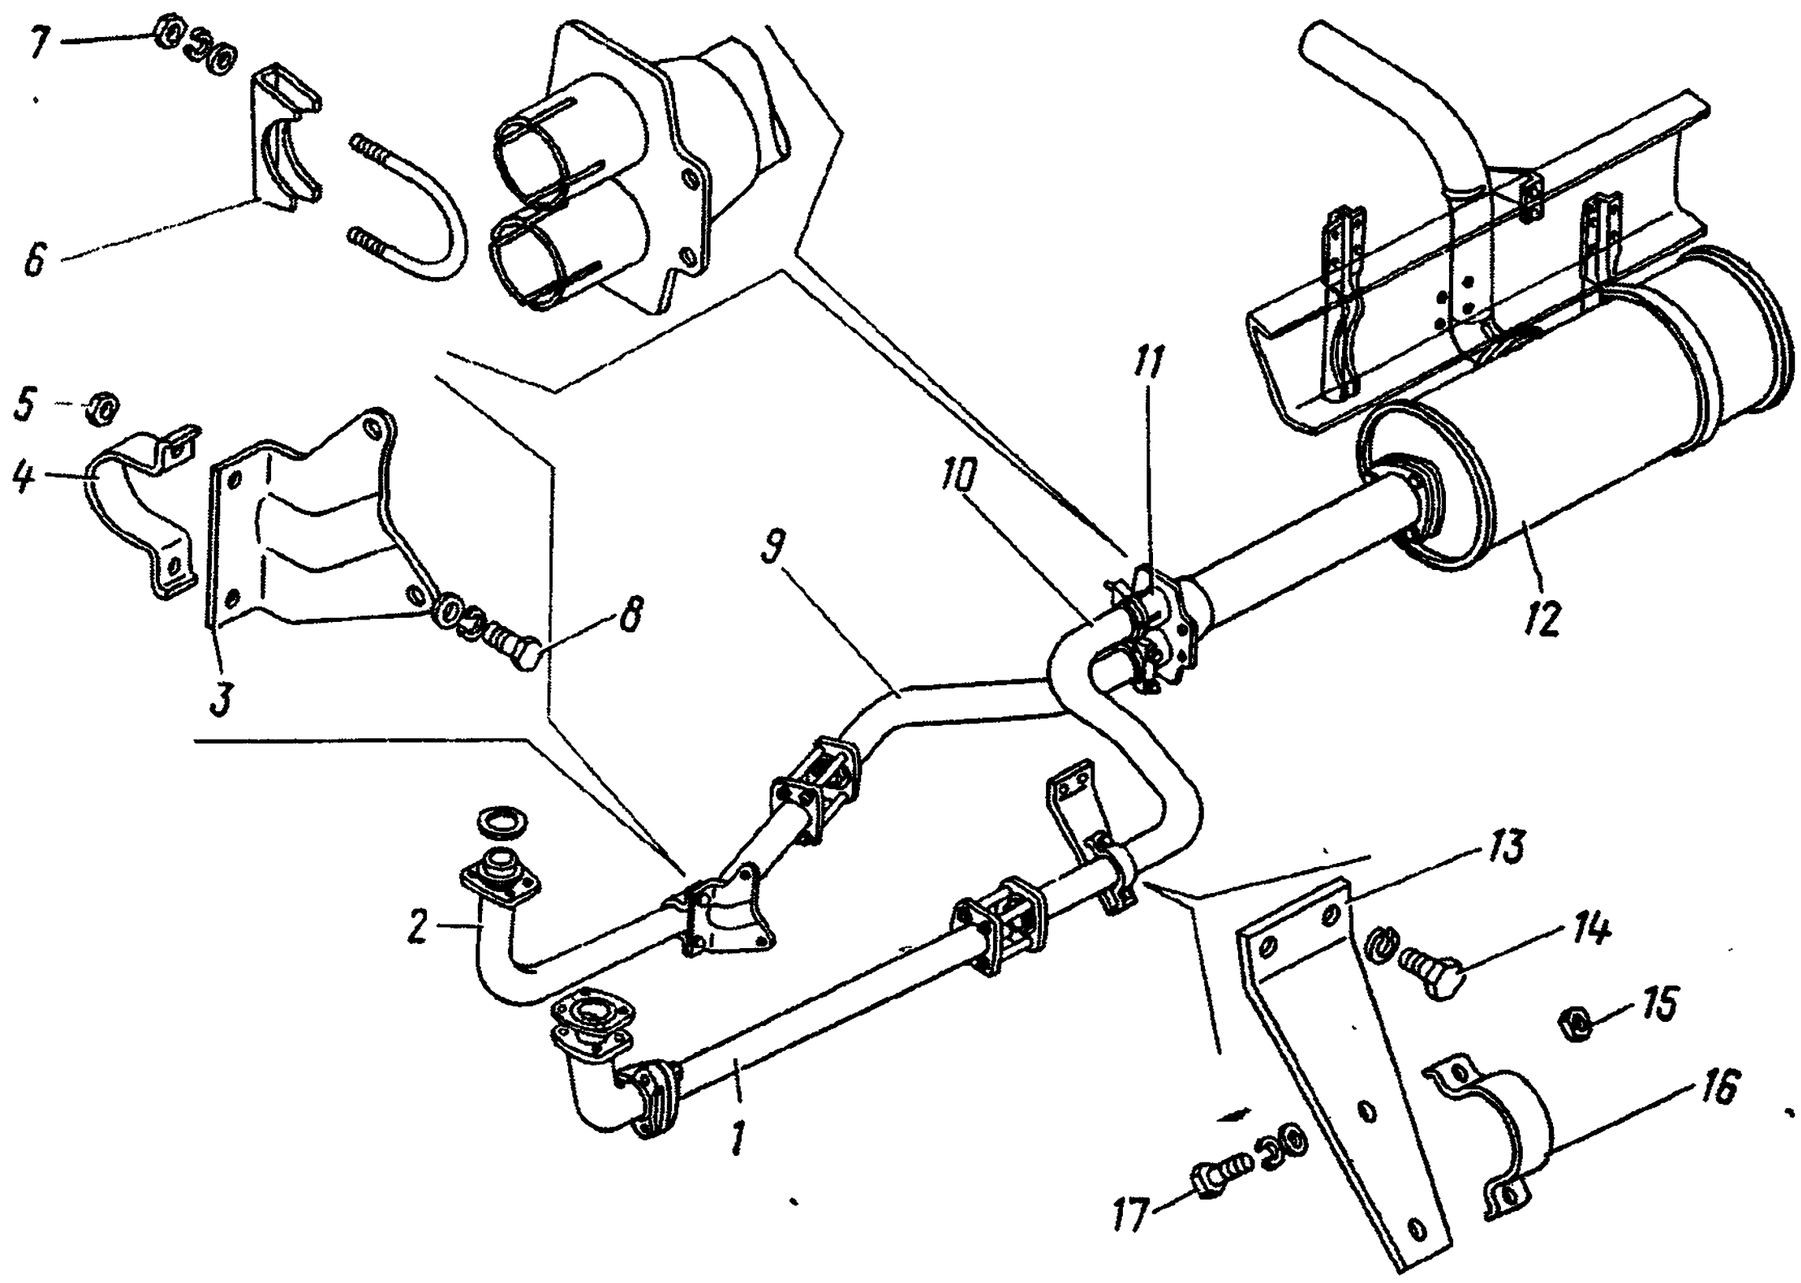

Рис. 25. Трубы и подвеска выхлопа:
1. Отверните гайки крепления правого и левого выпускных коллекторов от приемных труб *1* и *2* (рис. 25) глушителя *12*	Ключ 17 мм
8. Выверните болты *14* (см. рис. 25) крепления кронштейна *13*. Отсоедините трубу *1* от левого коллектора, опустив ее вниз	Ключ 17 мм
18. Наденьте на шпильки *11* правого коллектора приемную правую переднюю трубу *2* (см. рис. 25) с прокладкой, затяните гайки с пружинными шайбами	Ключ 17 мм